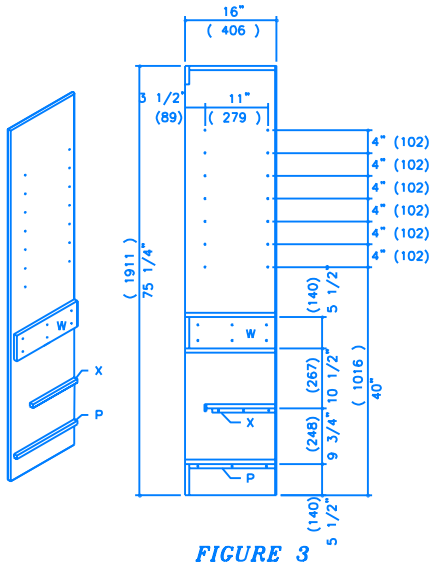

FIGURE 3
2) Lay out both pieces A and mark holes as shown (Fig 3). Using the drill guide, (Illustration 1) drill the twenty eight 1/4" holes to a depth of 1/2". Mark the positions of W, X, and P, remembering not to cover up the rabbet in A. Pre-drill with a 1/8" bit and glue and screw on these pieces with twenty four 1 1/4" #8 Flathead screws, six for each W, and three each for X and P. Glue and nail J to front of C flush with top C with 1 1/2" finishing nails, nailing through J. Glue and nail B to H similarly, nailing through B. Stand the two A pieces on their front edge, glue and nail in the CJ assembly with 1 1/2" finishing nails, nailing through the pieces A. Ensure that the 1/4" inset on the rear of the pieces is free and that C is flush with the tops and fronts of pieces A. Place the BH assembly on top of piece P, glue and nail to pieces P with 1 1/2" finishing nails. Repeat to glue and nail the other two pieces B to pieces W using 1 1/2" nails, nailing through the pieces B into the top and bottom of the pieces W. Lay a bead of glue in the insets of pieces A and place in piece T. Nail on piece T by nailing through T and into pieces A, C and B with 1" finishing nails.